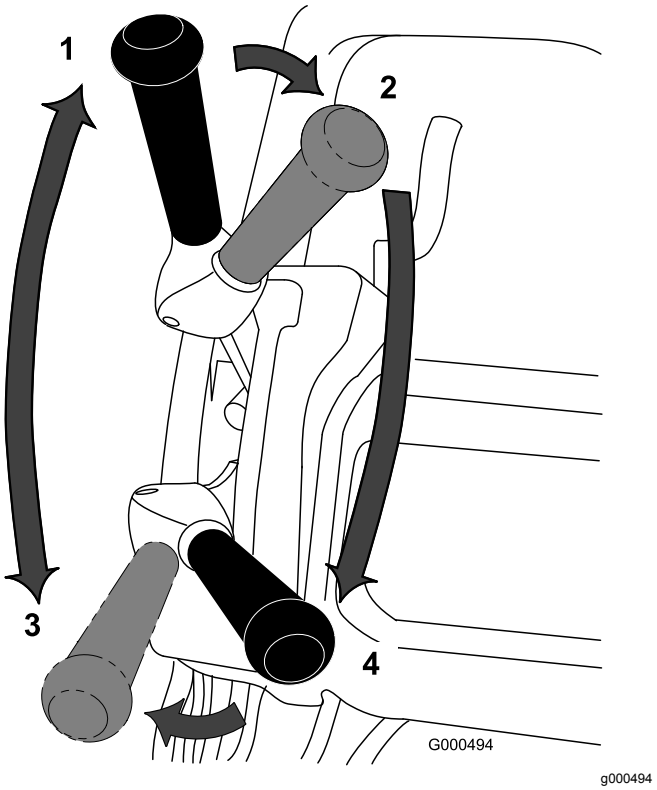

Figur 23
1. Start motoren, sett gassen på redusert hastighet og skyv ned håndtaket for å heve klippeenheten. Trykk ned dødmannskontrollen, flytt tilkoblingsspak for trekkdriv og spolemotor til FOROVER-stilling (transport), og kjør maskinen bort til enden av greenen (Figur 23).
2. Flytt spaken til NØYTRAL-stilling (Figur 23).
3. Flytt spaken til posisjonen trekkdriv –NØYTRAL og spolemotor –DEAKTIVER (Figur 23).
4. Flytt spaken til stillingen trekkdriv –FOROVERog spolemotor –AKTIVER (Figur 23), øk gasshastigheten til maskinen kjører i ønsket bakkehastighet, kjør maskinen inn på greenen, senk klippeenheten til bakken og begynn å klippe.